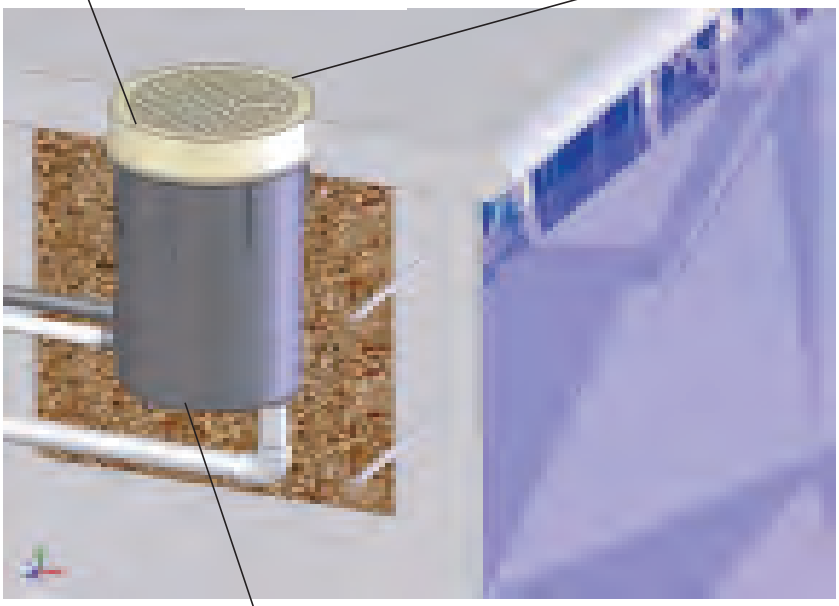

Figura 1
3. Ancle la carcasa de protección de forma que el aro de su cubierta se encuentre al nivel de la coronación de acabado (figura 1). El aro ajustable debe inclinarse y ajustarse de forma que quede perfectamente alineado con la superficie de coronación acabada. Una vez realizados los últimos ajustes del ángulo del aro, fíjelo con adhesivo a la carcasa de protección.